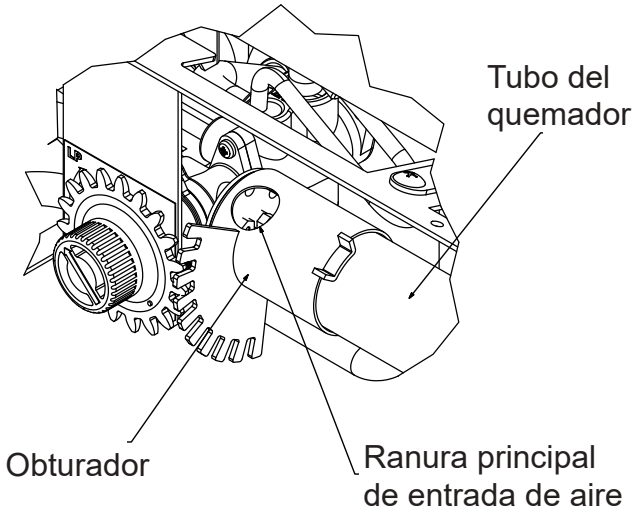

Fig. 24: ranura principal de entrada aire en el tubo del quemador
2. Compruebe que el quemador, el piloto y los orificios principales de entrada de aire del soporte del orificio no presenten polvo ni suciedad (consulte la Fig. 24).